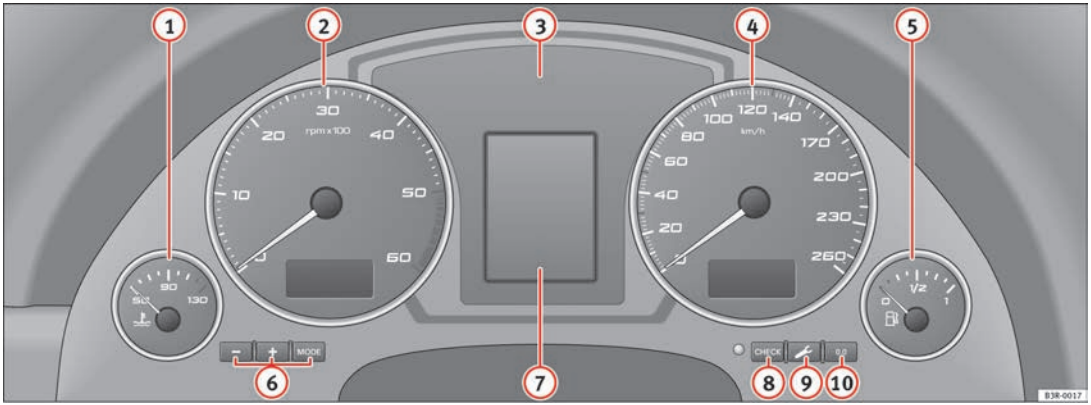

Fig. 37 Overview of instrument panel
When the ignition is switched off, the odometer and the digital clock with date display can be switched on for a few seconds by pressing the CHECK button ⇒ fig. 37 ⑧. ■